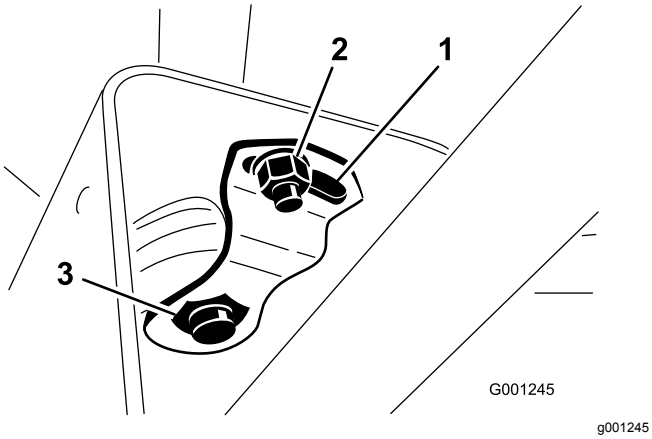

Figur 30
2. Skjut upp kåpan längs med styraxeln för att exponera svängfästet (Figur 30).
3. Lossa den lilla muttern, vrid tappfästet tills den stora muttern undertill är åtdragen (Figur 30).